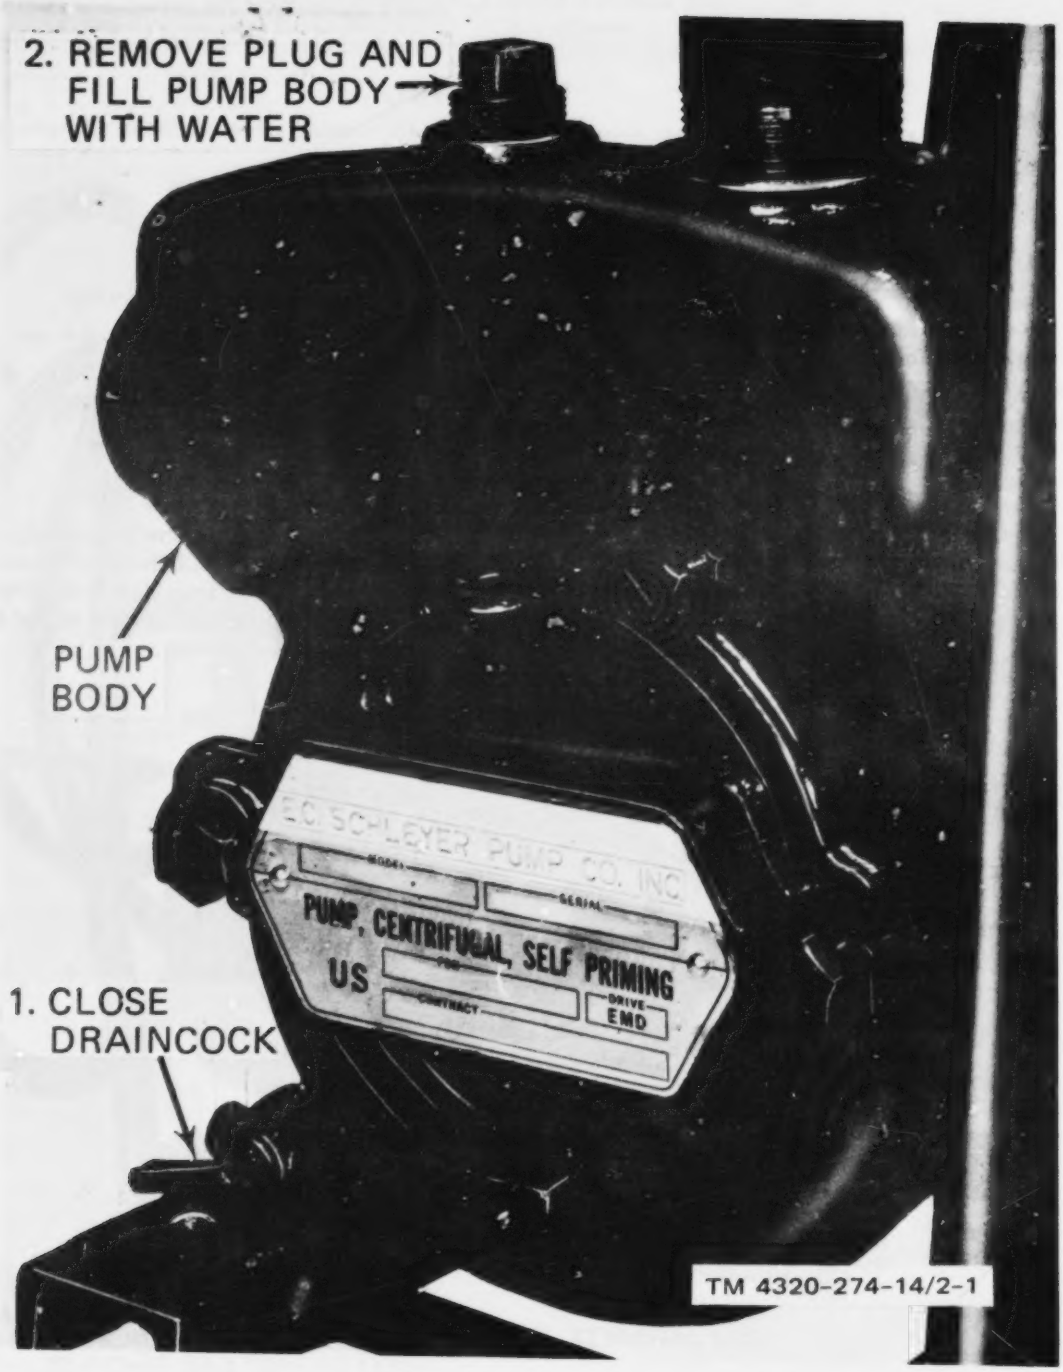

Figure 2-1. Priming instructions.
(1) Refer to paragraph 3-4 and perform the daily preventive services.
(2) Refer to figure 2-1 and prime pumping unit.